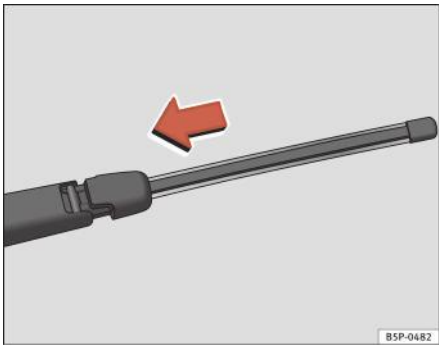

Fig. 149 Fixaţi lama ştergătorului lunetei
– Aşezaţi lama aşa cum se arată în ⇒ fig. 149 şi glisaţi adaptorul până se fixează în poziţie.